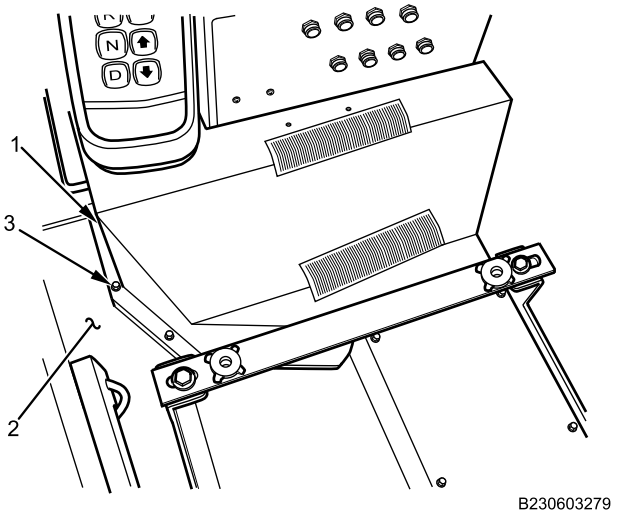

Figure 6. Front Cable Shield.
3. Secure PDM harness electrical storage shield (Figure 6, Item 1) to floor (Figure 6, Item 2) with eight screws (Figure 6, Item 3). Tighten screws securely.